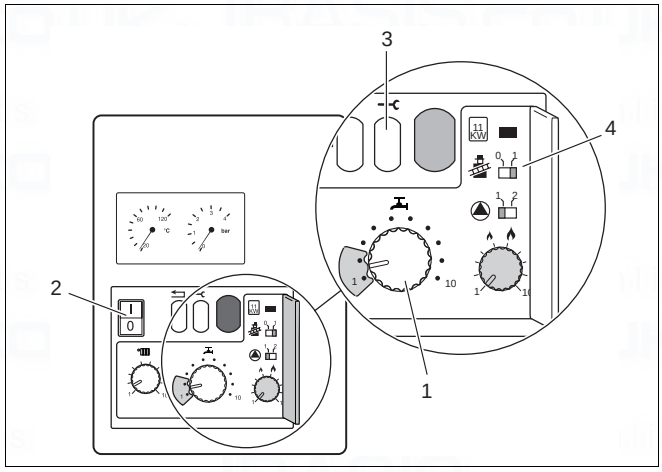

Fig. 35 Mains switch, service button and chimney-sweep switch
- Turn the chimney-sweep switch (fig. 35, item 4) to position “**1**”.
- Turn the power switch (fig. 35, item 2) to position “**I**”. The burner should ignite after about 30 seconds.
- Turn mains power switch (fig. 35, item 2) and chimney-sweep switch (fig. 35, item 4) to “**0**”.
- If the burner has fired after approx. 30 seconds, keep the service button (fig. 35, item 3) pressed until “**Y**” appears on the display.
- Turn the hot-water temperature controller (fig. 35, item 1) to “**1**”.